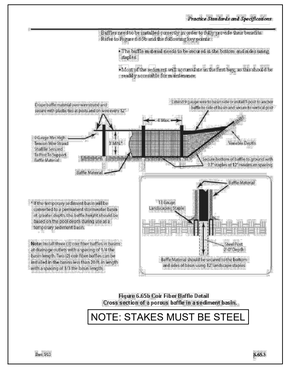

Figure 6.65b Coir Fiber Baffle Detail
7. Extend 9 gauge minimum high tension wire strand to side of basin or install steel T-post to anchor baffle to side of basin and secure to vertical end posts as shown in Figure 6.65b.